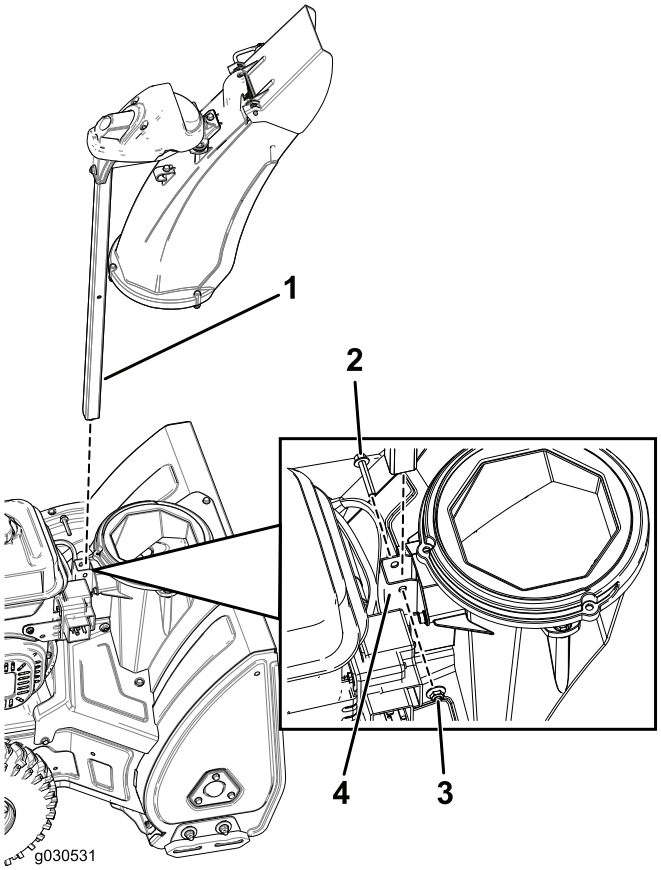

Rysunek 4
1. Wsuń korpus tunelu wyrzutowego przez wspornik w podstawie maszyny i zamocuj przy użyciu śruby i nakrętki zabezpieczającej (Rysunek 4).